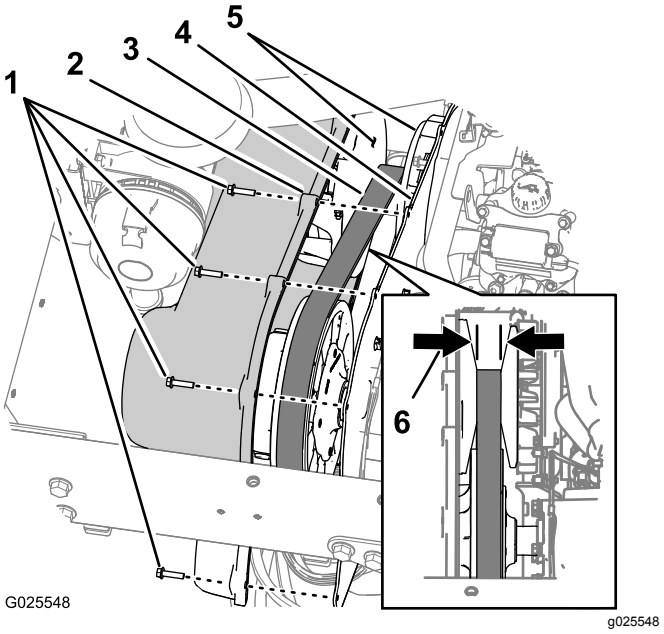

図 63
1. トランスミッションカバーをトランスミッション取り付けプレートに固定している六角ワッシャねじ9本¼ x 1"を外す図 63。
2. 駆動ベルトが見える位置までカバーを前方にずらす図 63。
3. 一次クラッチのテーパ面に破損の兆候がないか点検する図 63。
4. 駆動ベルトのコグ歯が欠けていたり破損したりしていないか点検する図 63。
5. ベルトの幅を測定し、その値を記録する図 63。
注 ベルトの幅が 29.5 mm 以下になっている場合にはベルトを交換してください図 63。
6. トランスミッションカバーの穴を、取り付けプレートの穴に合わせる図 63。
7. カバーを取り付けプレートに固定する図 63ステップ 1で取り外した六角ワッシャねじ9本¼ x 1"を使用し、10.2-12.4 N·m1.0-1.3 kg·m = 90-110 in-lbにトルク締めする。